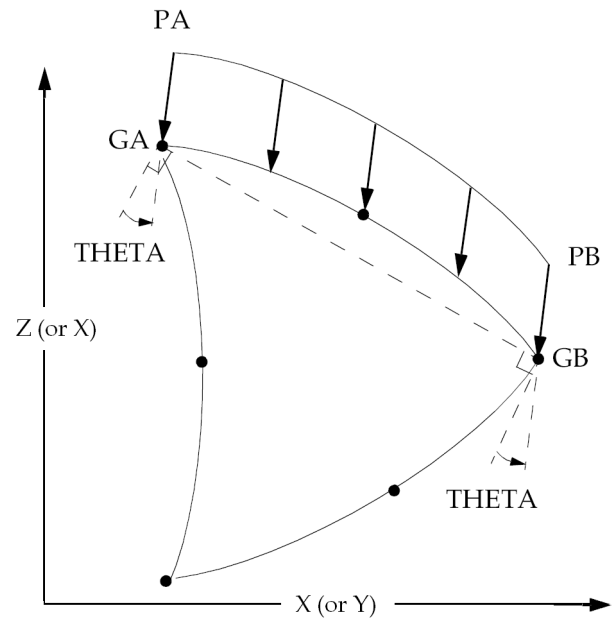

Figure 16-21. Pressure Load on CTRAX3 and CTRAX6 Elements
4. When THETA=0.0, the load is normal to the line segment connecting GA and GB. When Pi is defined positive, relative to THETA=0.0, the load is directed into the element. When the elements are defined on the XZ-plane, a positive THETA rotates the load in the negative Y-direction using the right-hand-rule. When the elements are defined on the XY-plane, a positive THETA rotates the load in the negative Z-direction using the right-hand-rule. See Figures 16-21 and 16-22.